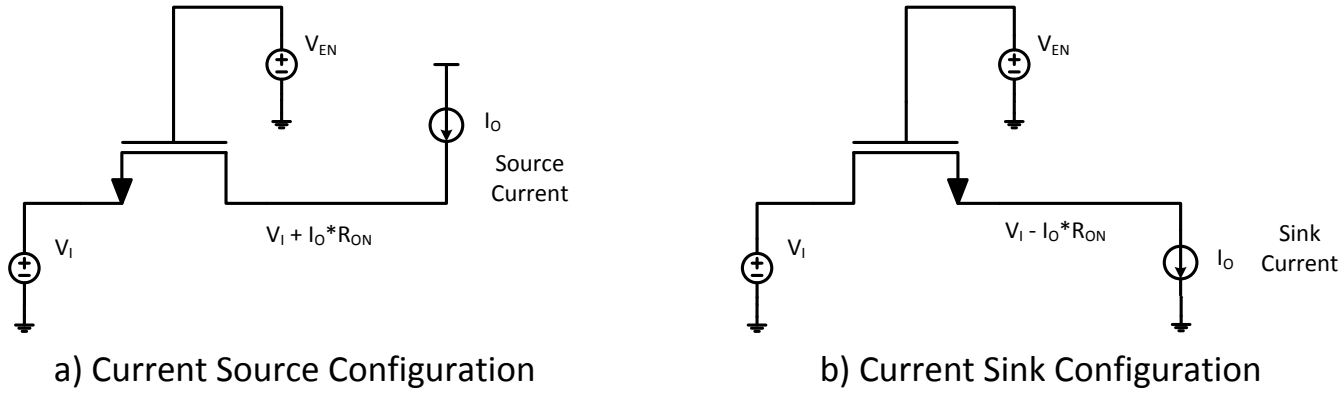

图 7-1. Current Source and Current Sink Configurations for R_{ON} Measurements
(1) All typical values are at T_A = 25°C.
(2) Measured by the voltage drop between the SCL1 and SCL2, or SDA1 and SDA2 terminals, at the indicated current through the switch. Minimum ON-state resistance is determined by the lowest voltage of the two terminals.
(3) Measured in current sink configuration only (See 图 7-1)
over recommended operating ambient temperature range, EN = 3.3 V, V_{IH} = 3.3 V, V_{IL} = 0, V_M = 1.15 V (unless otherwise noted) (see 图 7-1).
over recommended operating ambient temperature range, EN = 2.5 V, V_{IH} = 3.3 V, V_{IL} = 0, V_M = 0.75 V (unless otherwise noted) (see 图 7-1).
over recommended operating ambient temperature range, EN = 3.3 V, V_{IH} = 2.3 V, V_{IL} = 0, V_T = 3.3 V, V_M = 1.15 V, R_L = 300 Ω (unless otherwise noted) (see 图 7-1).
over recommended operating ambient temperature range, EN = 2.5 V, V_{IH} = 2.3 V, V_{IL} = 0, V_T = 3.3 V, V_M = 0.75 V, R_L = 300 Ω (unless otherwise noted) (see 图 7-1).